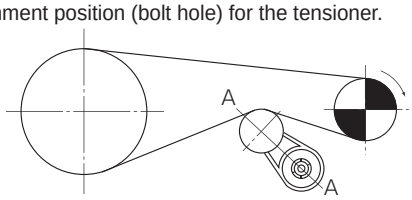

Fig. 2 Tensioner position (front)
2) In order to attach the tensioner to the slack side of the roller chain as shown in Fig. 2, first push in on the roller chain with the idler sprocket and determine the attachment position (bolt hole) for the tensioner.